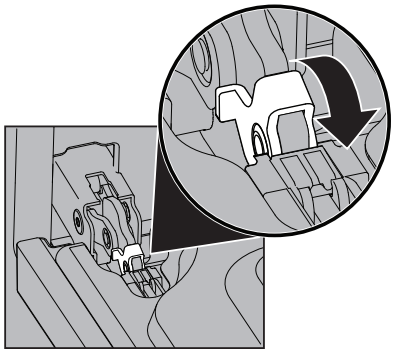

Figure 25: Serrure de charnière de porte
2. Tirez vers l'avant le verrou situé sur chaque support de charnière du four jusqu'à ce que le verrou s'arrête. Vous devrez peut-être appliquer une petite pression vers le haut sur le verrou pour le tirer vers le haut (Figure 25).
4. Poussez les verrous des charnières de droite et de gauche vers le haut et dans le cadre du four jusqu'à ce qu'ils soient en position verrouillée (Figure 25).